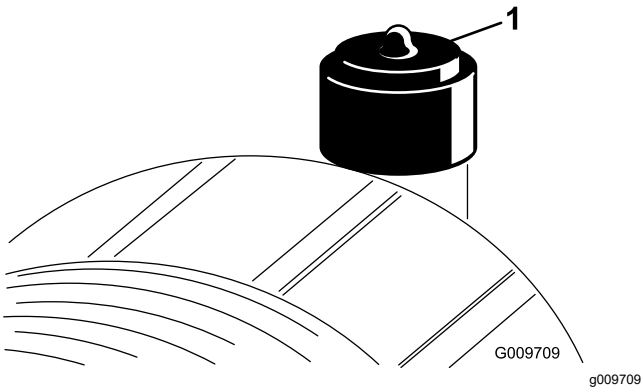

Figuur 52
Geef het luchtfilterelement uitsluitend een onderhoudsbeurt als de indicator voor verstopping (Figuur 52) dit aangeeft. Als u het luchtfilterelement vervangt voordat dit nodig is, is er meer kans dat er vuil in de motor komt wanneer u het element verwijdert.
2. Stel de indicator voor verstopping (Figuur 52) opnieuw in als deze rood is.